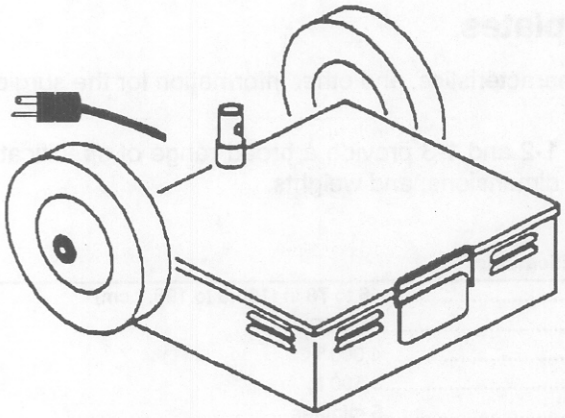

Figure 1-2. Base assembly.
a. Base assembly (fig 1-2). The base assembly includes the base enclosure, two 10-inch diameter semi-pneumatic wheels, and the support post mount. The base enclosure houses the electronic components, back-up batteries, and various electrical receptacles. The base is designed and sufficiently heavy to preclude the surgical light from tipping over throughout the full range of lighthead and arm assembly positions.